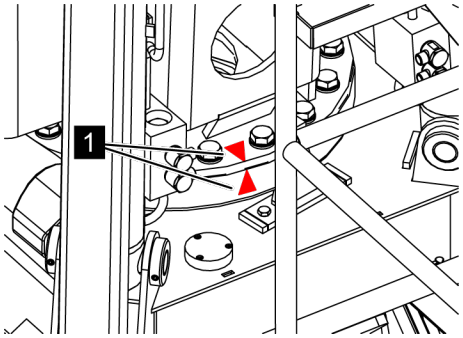

Fig. 59: Red arrows
*Ensure that the red arrows are across from one another (*Fig. 59/1*).*